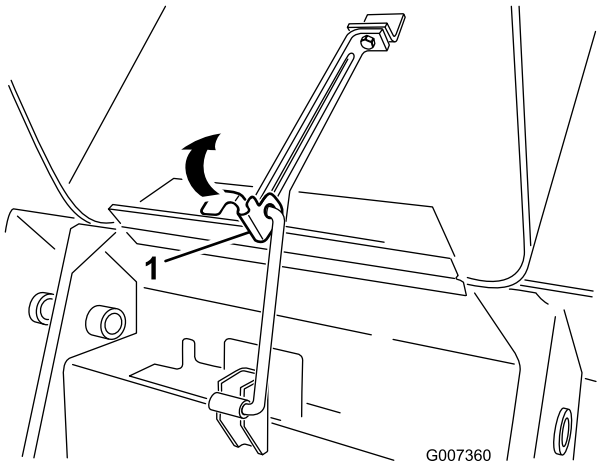

Rysunek 28
1. Unieś za uchwyt zabezpieczający podpórkę (Rysunek 28)